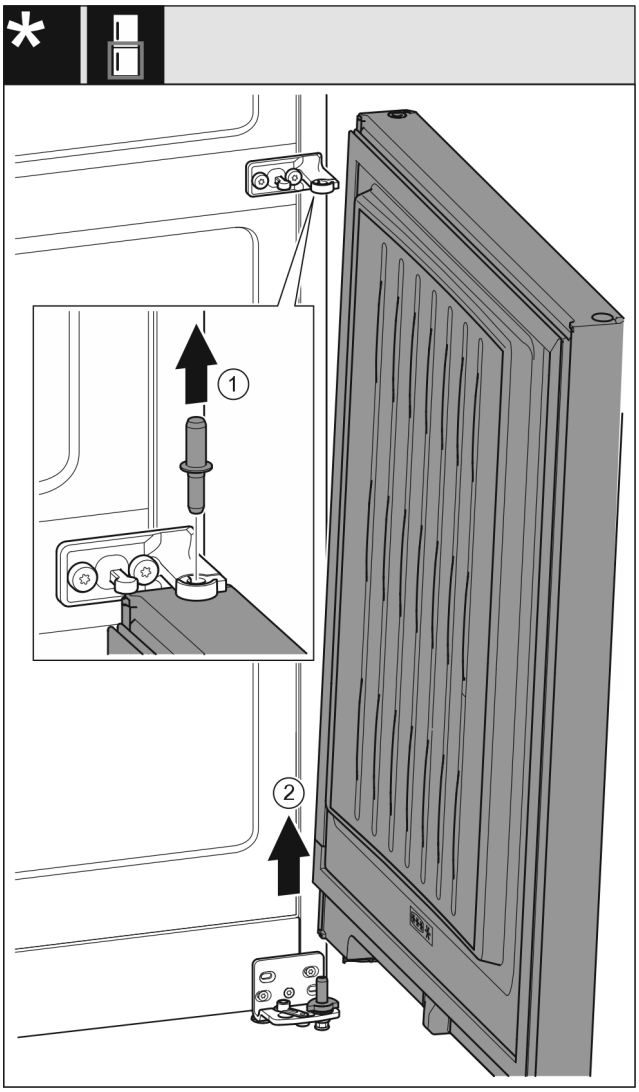

Fig. 11
▶ Τραβήξτε έξω τον πείρο προς τα επάνω. *Fig. 11 (1)*
▶ Ανοίξτε την πόρτα, τραβήξτε τη προς τα επάνω και παραμερίστε τη στην άκρη. *Fig. 11 (2)*